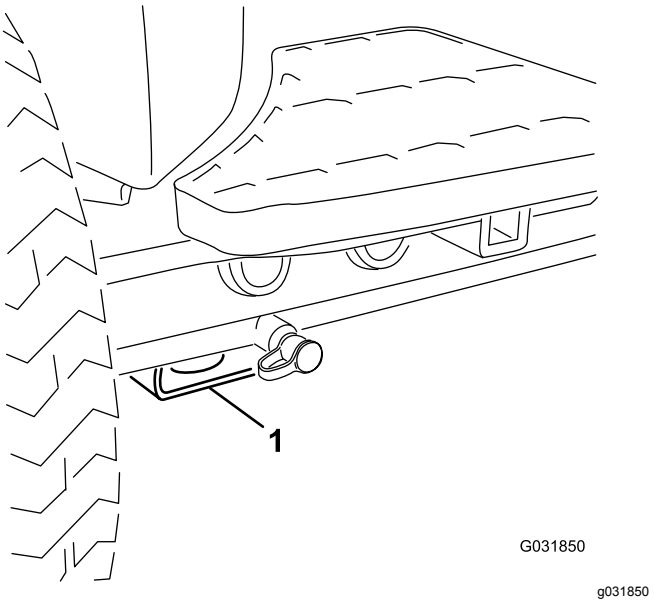

Figuur 72
- Voor – rechthoekig blok, onder de asbuis, aan de binnenzijde van beide voorwielen (Figuur 72).